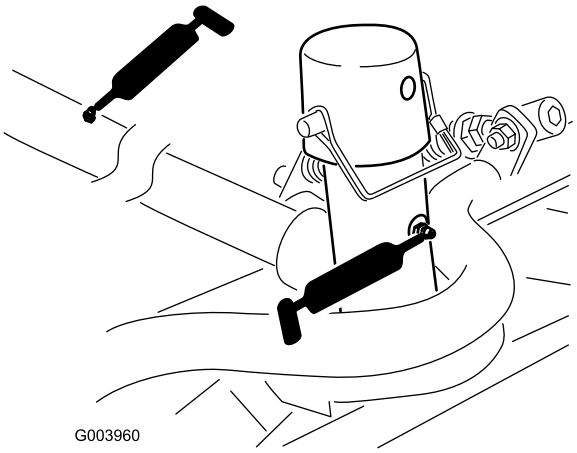

Figur 66
- Klippenhetens bärram och svängtapp (2 var) (Figur 66)